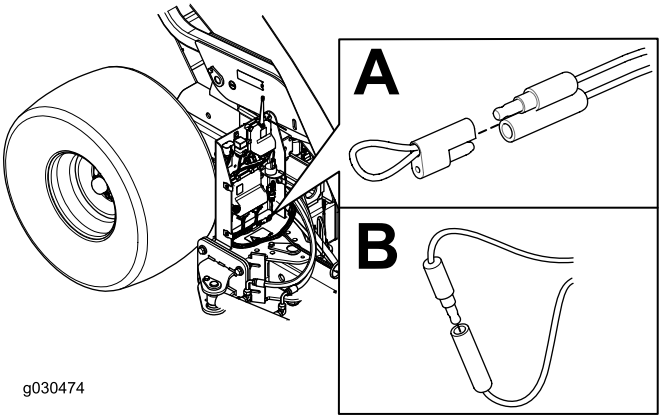

Figur 40
4. Ta bort den fastgjorda korken från de två diagnosshuntkontakterna (Figur 40, A).
5. Koppla ihop de två diagnosshuntkontakterna (Figur 40, B).